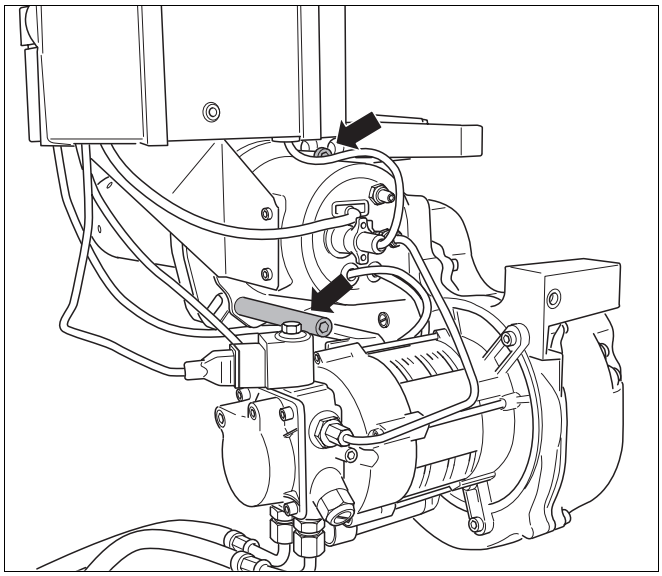

Abb. 32 Schrauben der Bajonettbefestigung lösen
- Die beiden Schrauben der Bajonettbefestigung lösen (Abb. 32, **Pfeile**).